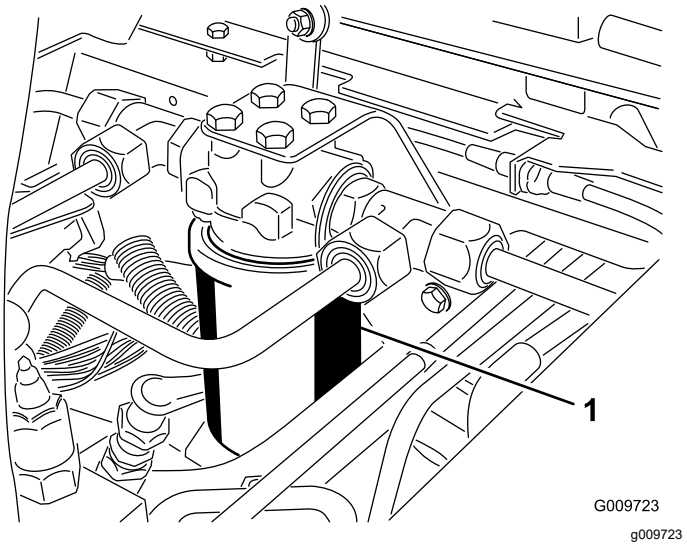
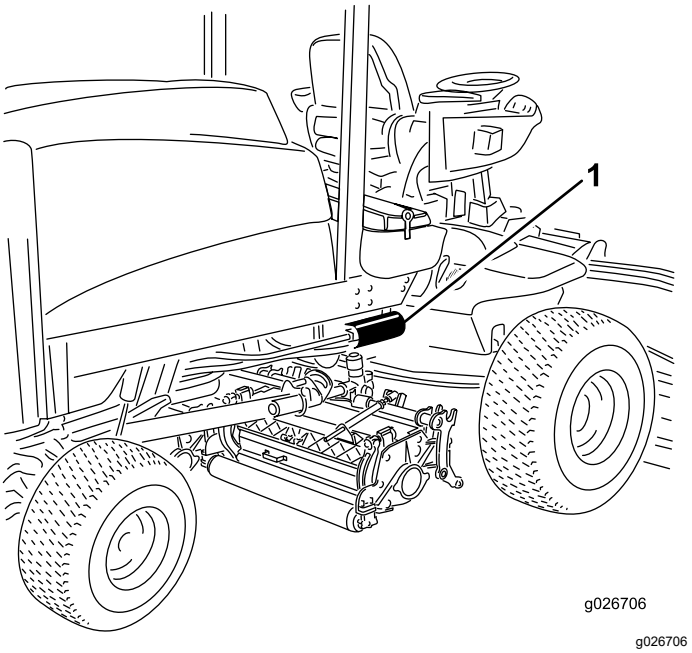

図 97
図 98
2. フィルタ容器の周辺をウェスできれいにぬぐう。フィルタ図 97と図 98の取り付け部周辺をきれいにふき、下に廃油受けを用意し、フィルタを外す。